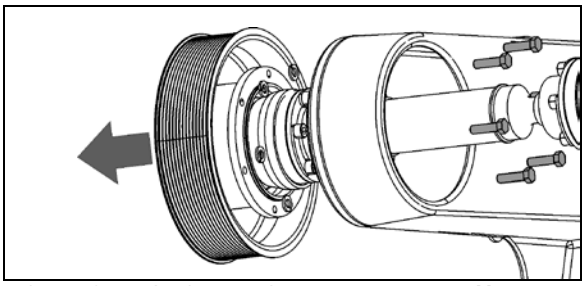

**FIGURE 37: DISMOUNTING FAN DRIVE PULLEY** 05123C
2. Dismount the fan drive pulley. Gain access to the 6 mounting bolts from behind the pulley, through the opening in the cast aluminum support (Figure 37).
3. Unscrew and remove the universal joint shaft mounting bolts (6) at the fan clutch.